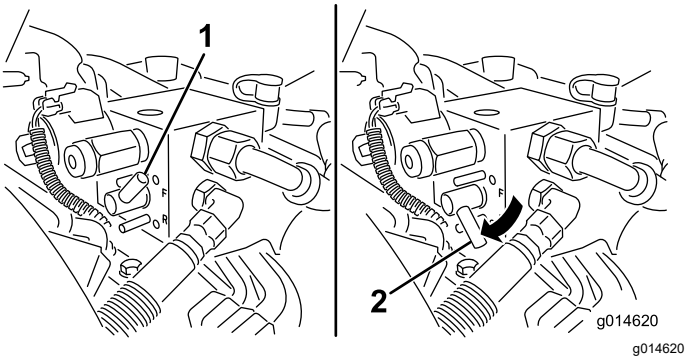

Figur 52
5. Drei slipespaken til R (REVERS)-stillingen (Figur 52).